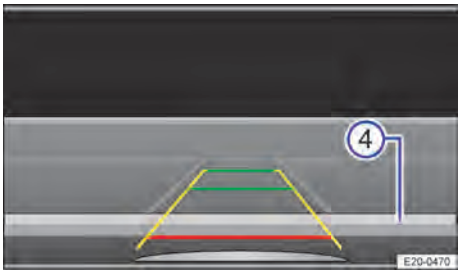

**Fig. 118** Visualización en la pantalla del sistema de infotainment: alinear al vehículo dentro del hueco de aparcamiento.
5. Detenga el vehículo cuando la línea roja haya alcanzado la delimitación trasera → fig. 118 ④.